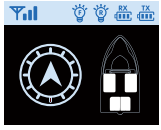
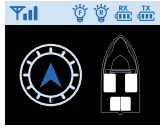
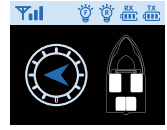
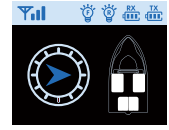

Rys. 3
Rys. 4
Rys. 6
Rys. 7
4. Ikona kierunku kadłuba nie świeci, gdy łódź stoi w miejscu (Rys. 3). Gdy ikona świeci na niebiesko, oznacza to: ikona skierowana w górę to jazda do przodu (Rys. 4), w dół – jazda do tyłu (Rys. 5), w lewo – skręt w lewo (Rys. 6), w prawo – skręt w prawo (Rys. 7).